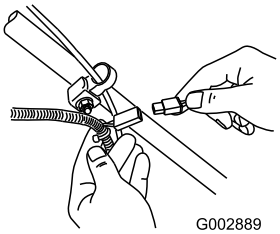

Figur 31
1. Koble laderen til maskinens ledningsfastspenner som sitter under tenningsnøkkelen (Figur 31).